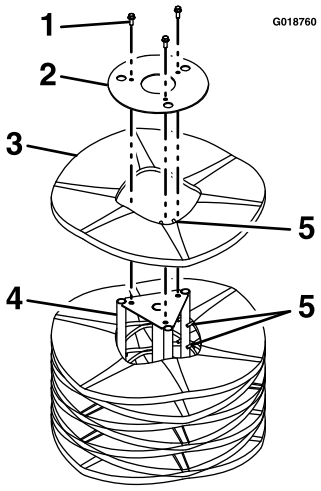

Rysunek 35
5. Ustaw trzon szczotki na jednym końcu, tak aby zdejmowalna końcowa płyta mocująca była skierowana do góry (Rysunek 35).
6. Zdemontuj elementy mocujące z końcowej płyty mocującej (Rysunek 35).
8. Zainstaluj nowe segmenty, ustawiając je według pierścienia z palcami wyrównującymi zgodnie z Rysunek 35.